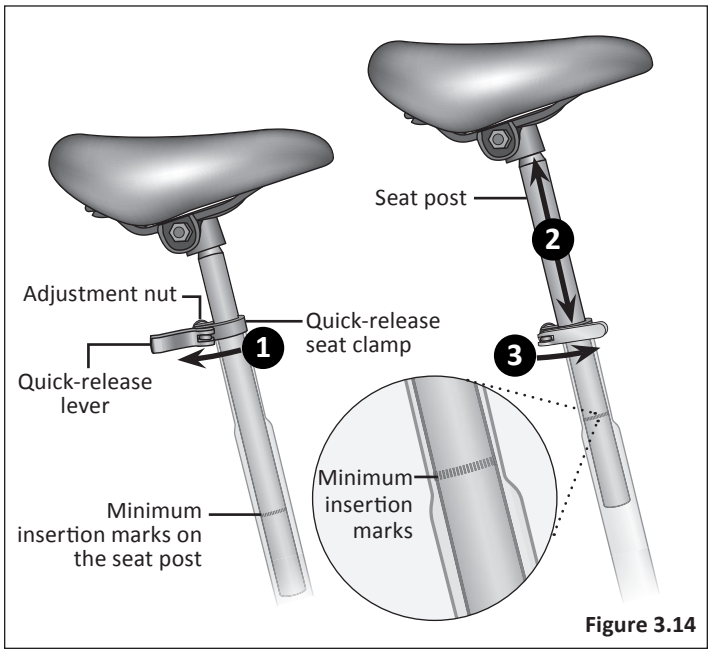

Figure 3.14
1. Unlock the quick-release lever and insert the seat post into the seat tube. **Figure 3.14**